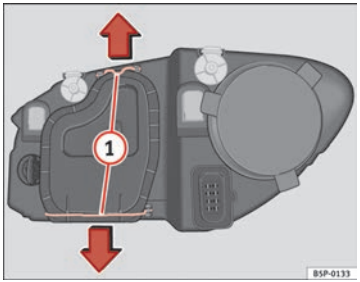

Fig. 187 Dipped beam headlights
– Move the loops ⇒ Fig. 187 (1) in the direction of the arrow and remove the cover. ▶